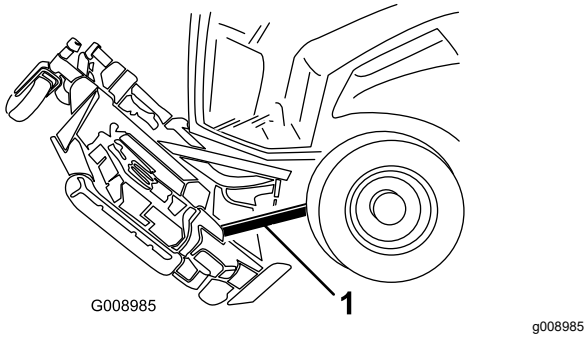

Figur 137
6. Kila in en träkloss mellan däckets bakre del och maskinen (Figur 137).